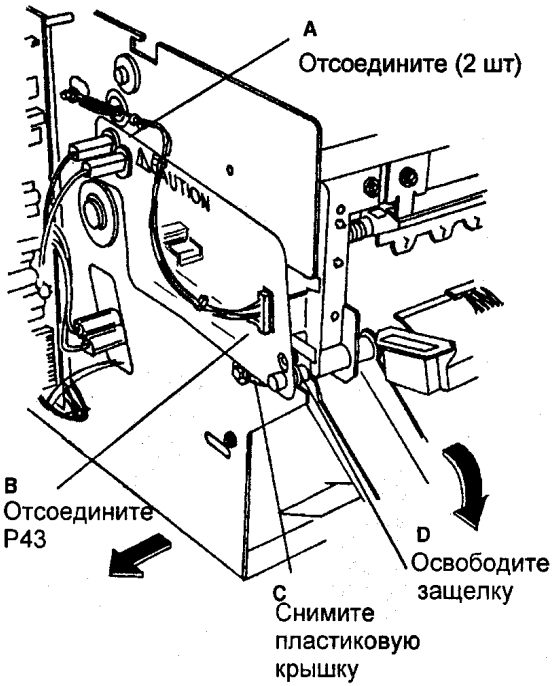

Рис. 3 Отсоединение электрического разъема с левой стороны
6. (РИС. 3): ОТСОЕДИНИТЕ ЭЛЕКТРИЧЕСКИЙ РАЗЪЕМ С ЛЕВОЙ СТОРОНЫ.